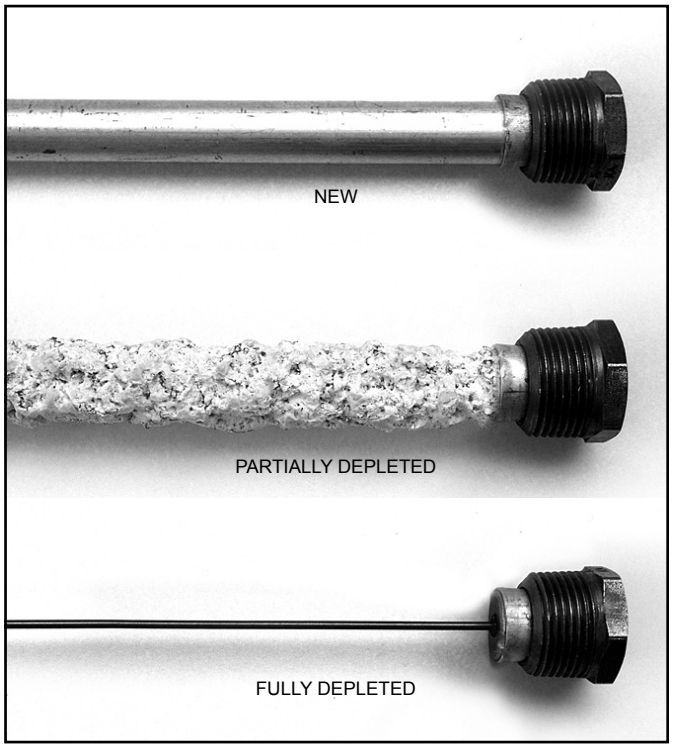

**Figure 55.**
**Anode Rod.** The anode rod is a sacrificial metal rod that helps avoid corrosion and premature failure (leaks) in the tank. The anode rod is a consumable item. Inspect the anode rod after the first six months of operation when you drain and flush the tank. Replace the anode rod if it is substantially worn out or depleted (see Figure 55). Thereafter, inspect the anode rod annually or more frequently if needed. If you use a water softener, your anode rod will deplete faster than normal. Inspect the anode rod more frequently, replacing the anode rod if it is depleted. Once the anode rod is depleted, the tank will start to corrode, eventually developing a leak. Obtain a new anode rod from your local plumbing supplier or have a qualified person replace it. (Anode rods are a consumable item and are not covered under warranty).